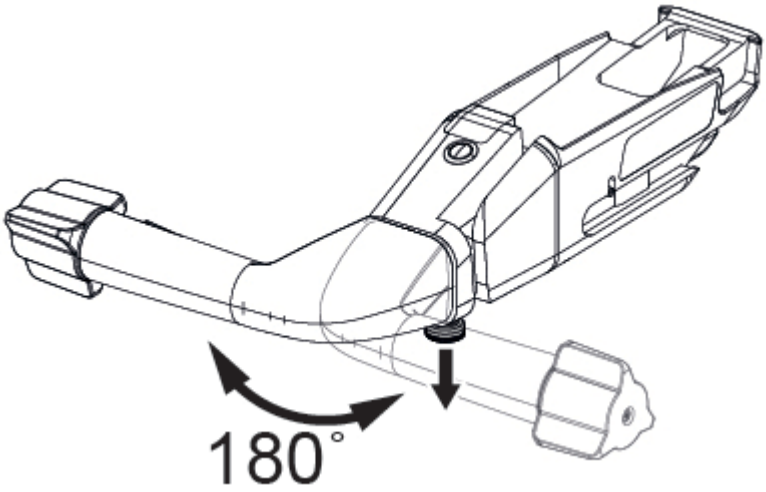

Figure 7-15. Change Motorized Transfer Handle Orientation
2. To rotate the motorized transfer handle, pull the position latch and rotate the motorized transfer handle to the desired position. See *Figure 7-15*.